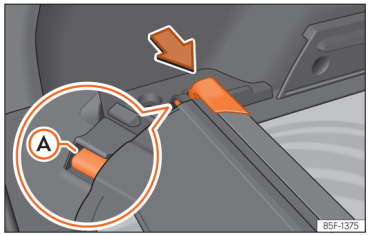

**Fig. 182** In the boot: space to store the retractable shelf.
- Press the head of the retractable shelf in the direction of the arrow until it engages in its housing ››› Fig. 182. Make sure that slide Ⓐ fits into the corresponding housing.